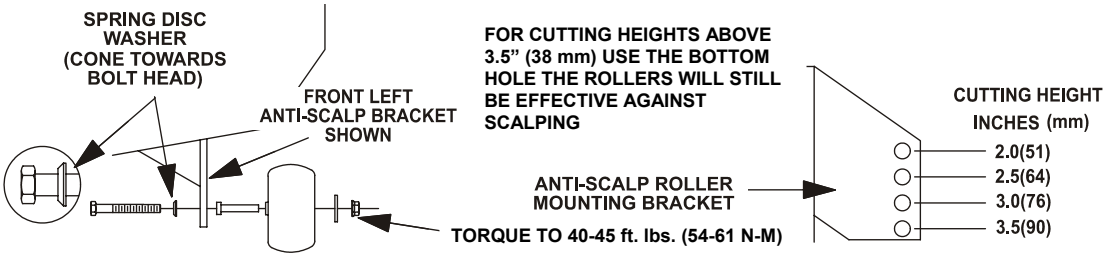

FIGURE 11
g) Adjust anti-scalp rollers for Normal Operating Conditions. Stop engine, wait for all moving parts to stop, and remove key. Place rollers in one of the positions shown in Figure 11. Rollers will maintain 3/4 in. (19 mm) clearance to the ground to minimize gouging and roller wear or damage.